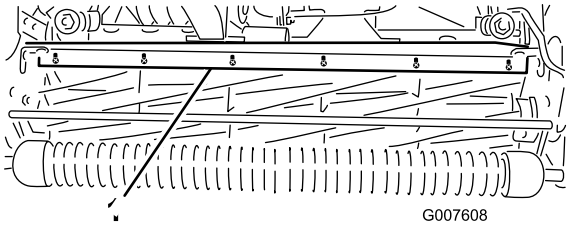

**Figur 52**
1. Løsn skruerne, som fastholder den øverste stang (Figur 52) til klippeenheden.